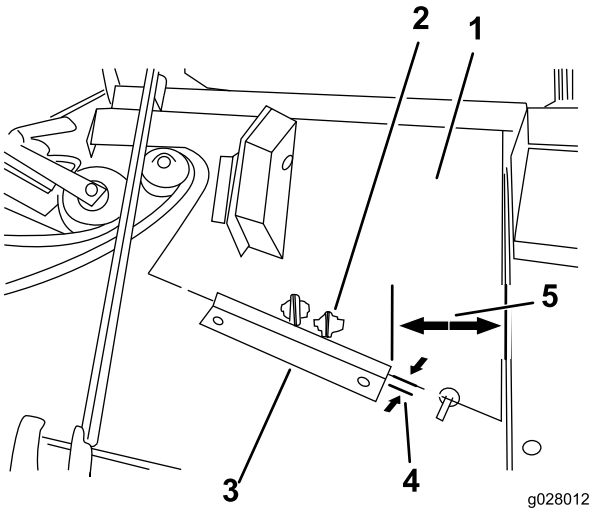

**Figura 15**
4. Con las dimensiones que se muestran en Figura 15, ubique la posición de montaje para el soporte de muelle en la carcasa de corte.
**Nota:** Asegúrese de montar el contrapeso en la pestaña adecuada del soporte del muelle de la unidad de corte (Figura 15).